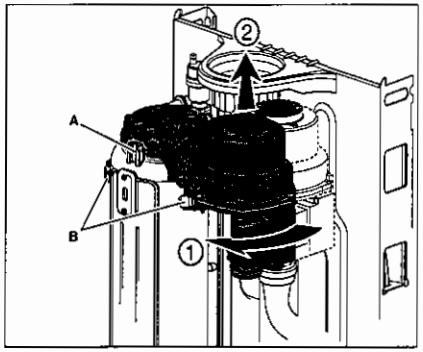

afb. 40 Gas/luchteenheid en brander verwijderen
De gas/luchteenheid kan nu gedemonteerd worden door deze een kwart slag naar voren te draaien (bajonetsluiting) (afb. 40, **pos. A**) en vervolgens naar boven uit de wisselaar te tillen.
- Het voorstuk van de warmtewisselaar kan nu worden gedemonteerd door de snelsluitingen los maken (afb. 40, **pos. B**).